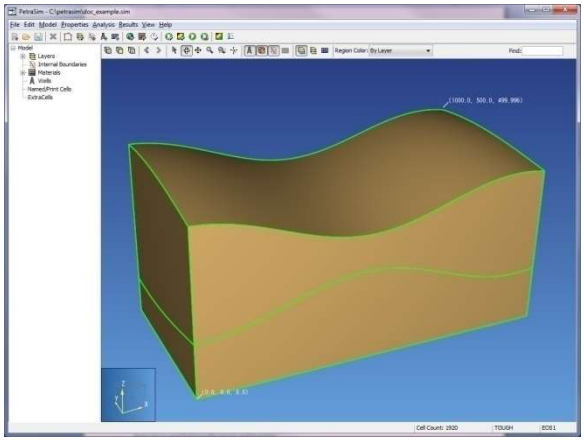

**Figure 4-1: Boundary Mode**
- **Boundary Mode**: This mode shows the conceptual model with the layer sides visible as shown in Figure 4-1. Regions and layers can be selected and edited in this mode.